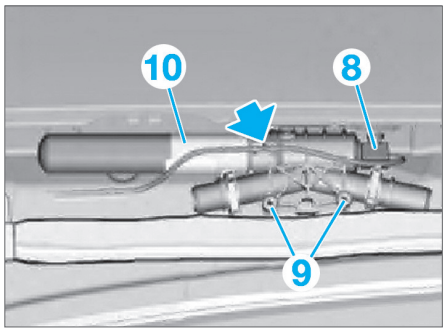

Fig. 26
• Déverrouiller et débrancher le connecteur (8) **(Fig.26)**.
• Déposer les vis de fixation (9) et le générateur de gaz (10) avec l'airbag rideau.